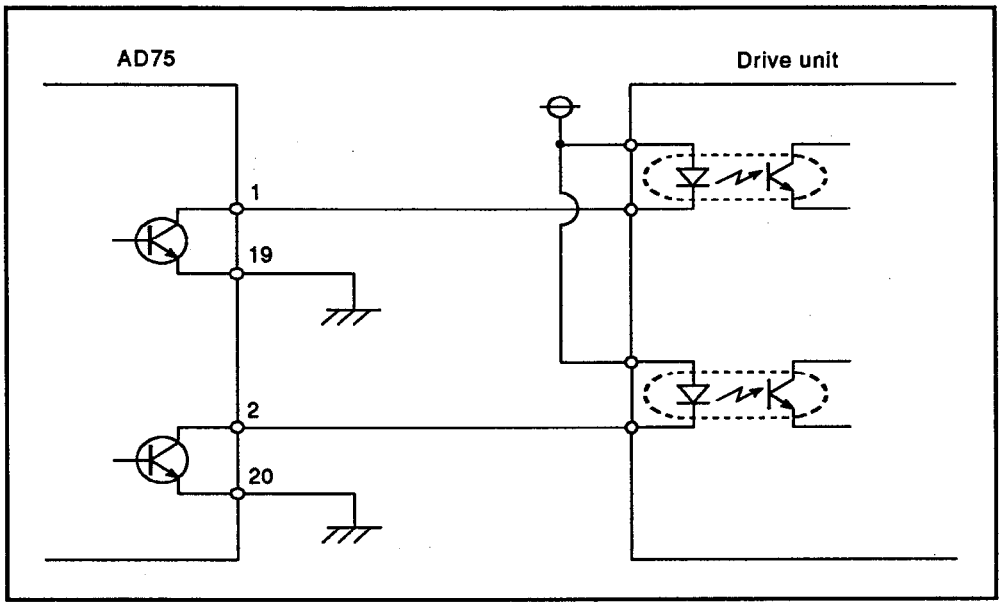

Fig. 5.2 Example Connection Using AD75 Open Collector
(3) When connecting an AD75 and drive unit using the open collector system, wire as shown in Figure 5.2.